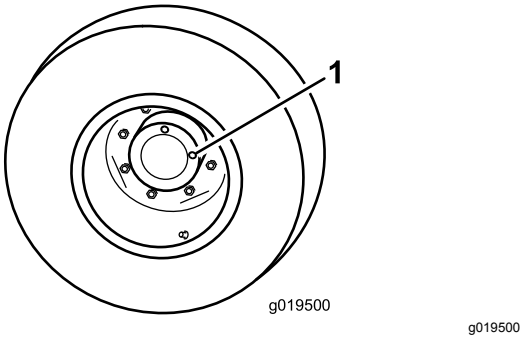

Figuur 17
1. Plaats de machine op een egale ondergrond en zet het wiel zodanig dat 1 controleplug zich bovenaan (op 12 uur) en de andere zich rechts (op 3 uur) bevindt (Figuur 17).
1. Controle-/aftapplug (2)
2. Verwijder de rechtse controleplug (Figuur 17).